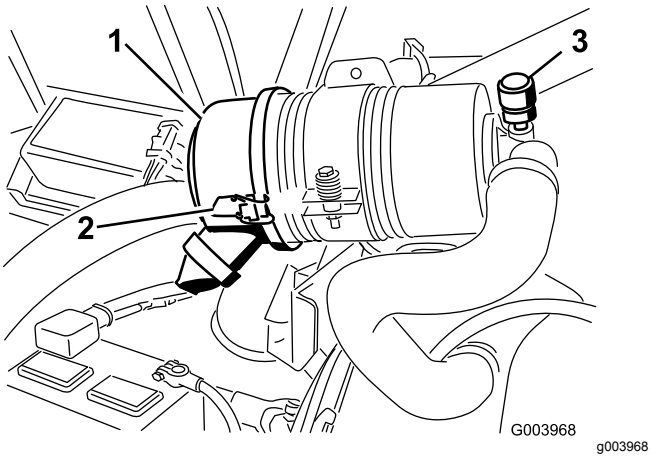

Figur 46
Overhal filteret på luftrenseren kun når indikatoren (Figur 46) tilsier det. Hvis du skifter filteret før det er nødvendig, øker det bare risikoen for at det kommer inn smuss i motoren når filteret er fjernet.
1. Utløs låsene som fester luftrenserdekslet til luftrenserhuset (Figur 46).